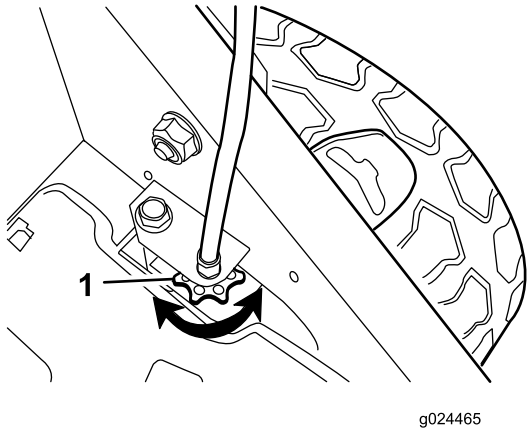

**Figuur 22**
- Als de wielen niet draaien wanneer u de stang van de zelfaandrijving inschakelt, is de aandrijfriem niet genoeg gespannen. Draai de afstelknop van de wielaandrijving (Figuur 22) 1 slag rechtsom en herhaal stap 3 tot 5.
- Als de wielen al draaien voordat u de stang van de zelfaandrijving volledig hebt ingedrukt, is de aandrijfriem te hard aangespannen. Draai de afstelknop van de wielaandrijving (Figuur 22) 1 slag linksom en herhaal stap 3 tot 5.